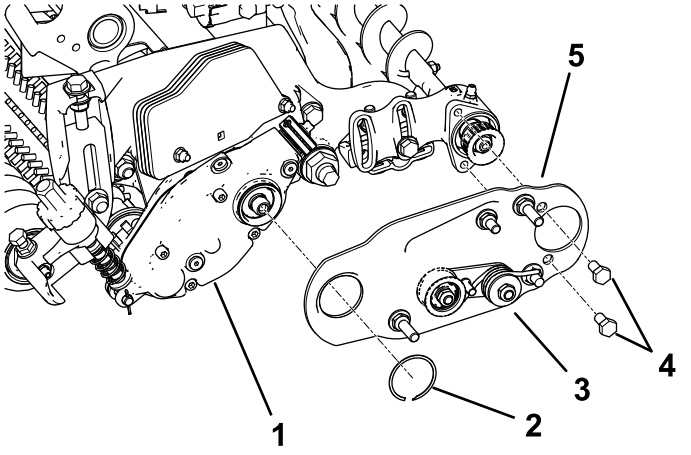

图 12
3. 安装左侧或右侧滚筒刷枢轴板图 12。
注意 确保怠轮皮带轮组件按 图 12中所示安装在底部。
4. 为 2 个螺栓5/16 x ½ 英寸涂抹蓝色防松螺纹油并用这两个螺栓将滚筒刷侧板安装到滚筒刷轴承座上图 12。
5. 用卡环将滚筒刷侧板固定至滚筒刷架上图 12。